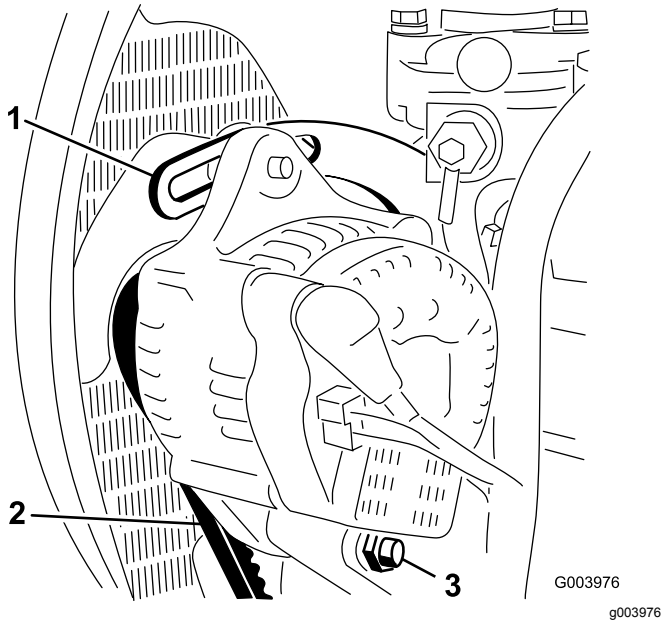

Figur 65
2. Kontrollera generatorremmens spänning genom att trycka ned remmen (Figur 65) mittemellan generatorn och vevaxelskivorna med en kraft på 10 kg.
3. Lossa den bult som håller fast staget på motorn (Figur 65), den bult som håller fast generatorn på staget samt axelbulten.